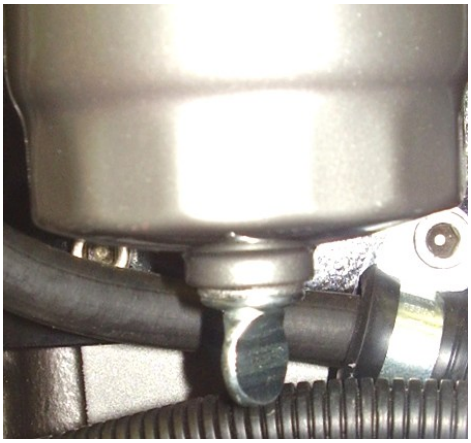

Figure 15: Primary Fuel Filter Drain Screw
- Loosen the drain screw located in the bottom of the fuel filter / water trap (**Figure 15**)